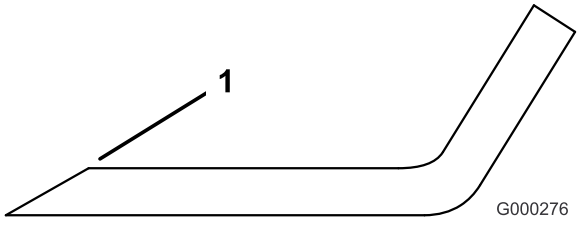

Bild 73
1. Schärfen Sie die Schnittkante an beiden Enden des Schnittmessers mit einer Feile (Bild 73). Behalten Sie den ursprünglichen Winkel bei. Das Schnittmesser behält seine Auswuchtung bei, wenn von beiden Schnittkanten die gleiche Materialmenge entfernt wird.